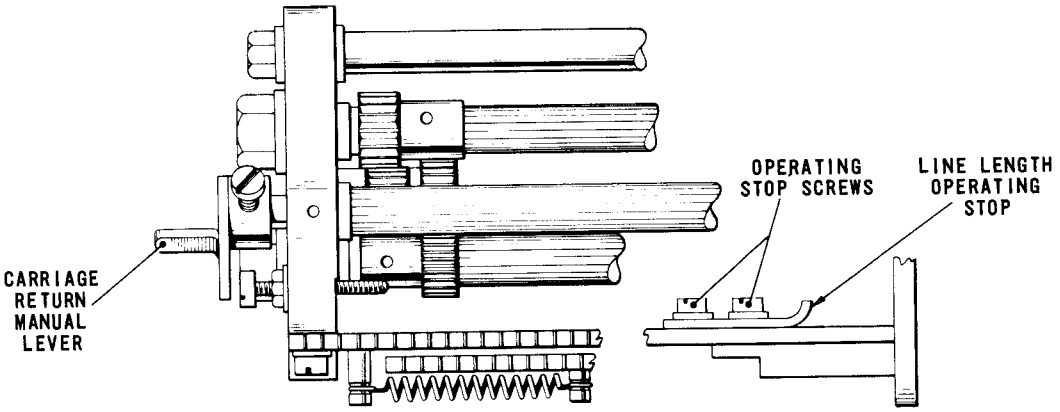

Fig. 4.70 TYPEHEAD CARRIAGE—PLAN VIEW
86.2 If this is not so, slacken the screw securing the carriage return manual lever, Fig. 4.70, and reposition the lever with respect to the splined shaft. Tighten the screw.
★ The printing line length can be adjusted between 69 and 74 characters depending on the width of the left-hand margin and the position of the line length operating stop, Fig. 4.70, at the right-hand end of the typehead carriage unit. The adjustment of the left-hand margin is given in Adjustment No. 49 on page 38. The following instruction is concerned only with the position of the line length operating stop.
88.4 To adjust, return the machine to the rest position and operate the carriage return manual lever, Fig.4.70, so that the typehead carriage is returned to its extreme left-hand position. Slacken the screws securing the line length operating stop until friction tight and move the stop to the right as far as it will go.